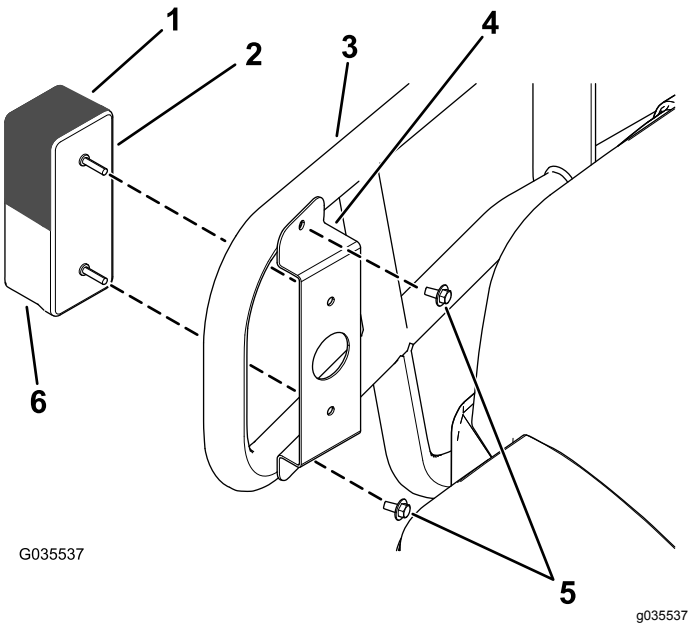

Figuur 3
2. Monteer het voorste standlicht/de voorste richtingaanwijzer aan de grillebeschermer. Maak hierbij gebruik van de voorste beugel en de 2 eerder verwijderde zelftappende schroeven (¼" x ½") zoals getoond in Figuur 3.
Opmerking: Monteer de oranje lens (richtingaanwijzer) boven de doorzichtige lens (standlicht) zoals getoond in Figuur 3.